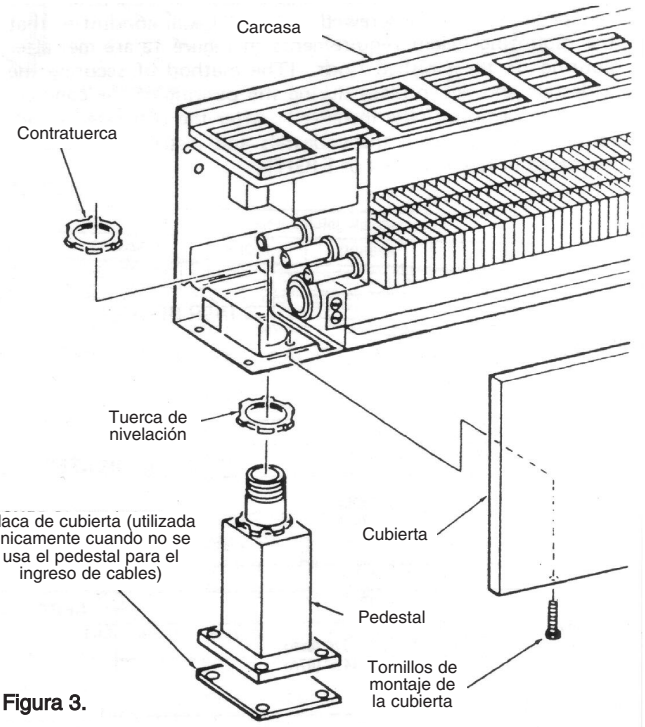

Figura 3.
Nota: cuando no se utilice el pedestal para el ingreso de cables, su base debe cubrirse con la placa de cubierta (suministrada con el pedestal). Vea la Figura 3.
6. Vuelva a colocar la cubierta frontal y sujétela con los tornillos de montaje (vea la Figura 3).
1. Retire la cubierta frontal; para ello quite los tornillos de montaje (Figura 3).
6. Vuelva a colocar las cubiertas frontales y sujételas con los tornillos de montaje (Figura 3).